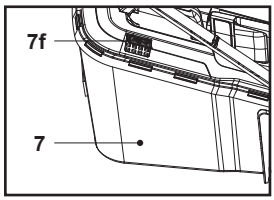

**Rys. 12**
1. Gdy klapka (7f) jest otwarta, w koszu na trawę (7) jest wystarczająco dużo miejsca na gromadzenie trawy (rys. 12).